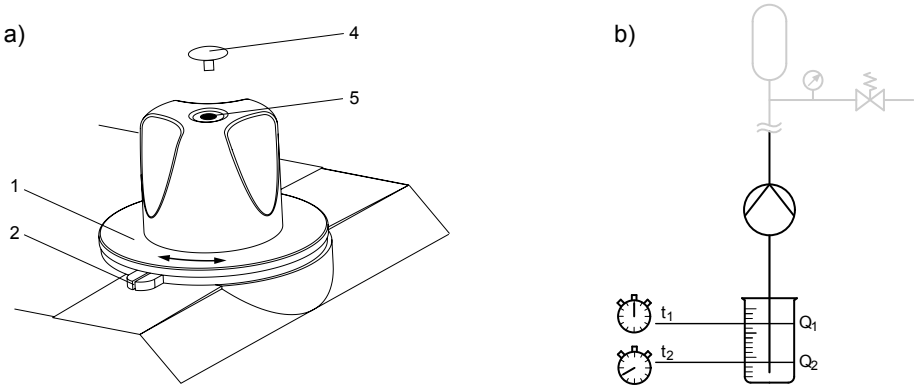

Fig. 22: a) Adjust indicating dial, b) Schematic assembly for calibration
4. Remove the cover (4) from the stroke adjustment dial and slacken off the screw (3) beneath slightly.
5. Guide the suction line into a measuring beaker - see Fig. 22.
13. Turn the indicating dial (1) only until the 100% marking is precisely above the indicating slot (2).
14. Carefully tighten the screw (3) in the stroke adjustment dial and replace the cap (4).